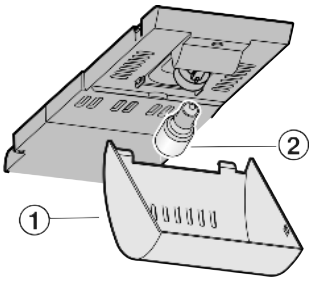

Fig. 14
- ▶ Возьмитесь за крышку *Fig. 14 (1)* спереди и снимите с крючка сзади.
- ▶ Лампу накаливания *Fig. 14 (2)* заменить.
- ▶ Снова наденьте крышку *Fig. 14 (1)*.